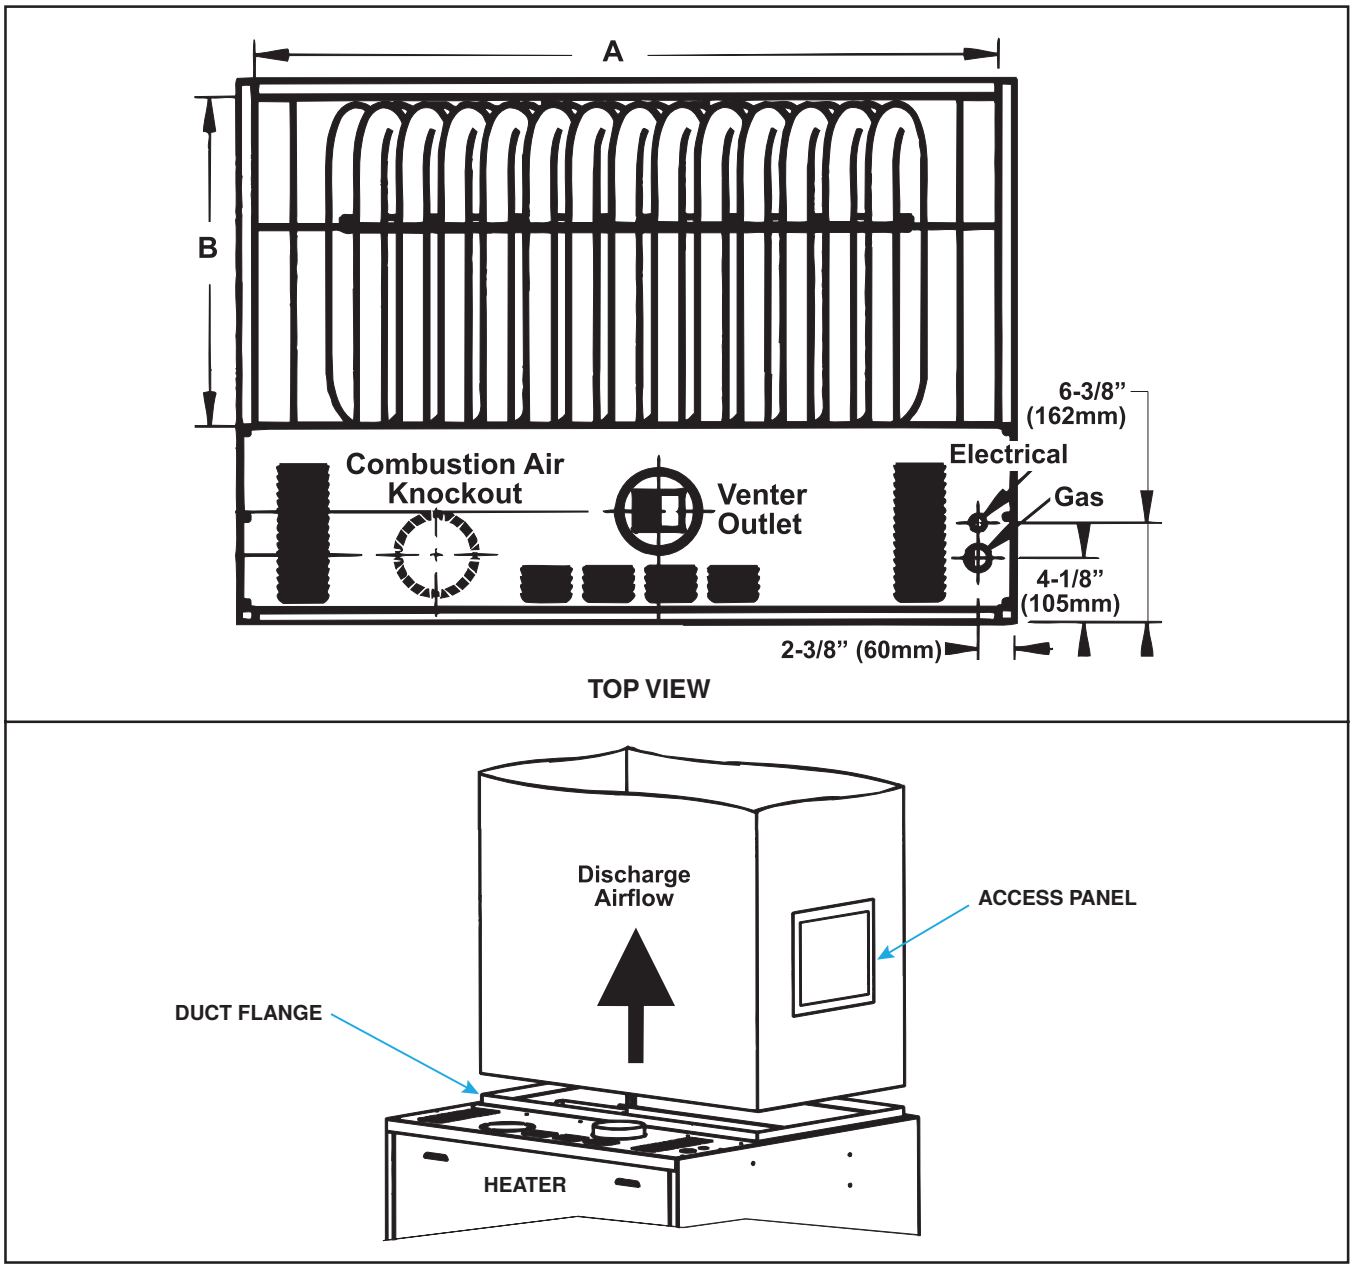

Figure 5. Discharge Duct Connection (Refer to Table 9)
- The discharge duct connects to the top of the heater. Connect the ductwork plenum to the duct flange as shown in Figure 5. The duct connection on the top of the heater has a 90-degree flange. The duct may either have no flange or a 90-degree flange. Position ductwork around the outside of the heater flange. If the ductwork has a flange, drill holes vertically through duct flange into the top of the heater and secure using sheet metal screws. If the ductwork does not have a flange, drill holes horizontally through the ductwork and the heater flange and secure using sheet metal screws.
- **Removable access panel in ductwork (see Figure 5):** Minimum size is 6 inches × 10 inches (152 mm × 254 mm). Panel must be sealed.
Dimension (See Figure 5)	Unit Size (MBTUh)